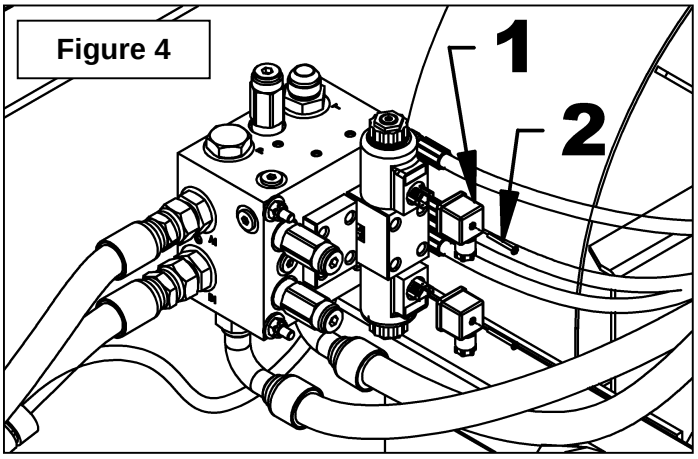

Figure 4
7. **Figure 4:** Retirer les connecteurs DIN (item 1) en retirant les deux vis (item 2).
9. **Figure 4:** Réinstaller les connecteurs DIN (item 1) sur la valve en s'assurant que le fil blanc est dans le connecteur supérieur et que le fil bleu est dans celui du bas et que les fils pointent vers le bas.